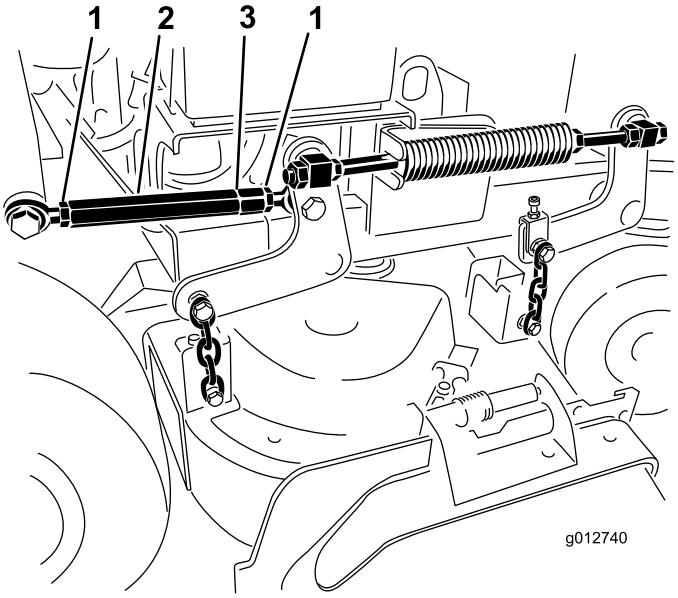

Figur 86
7. Lossa kontramuttrarna på båda sidor om linsträckaren (Figur 86).
Obs: Änden av linsträckaren med en skåra har vänstergängor (Figur 86).